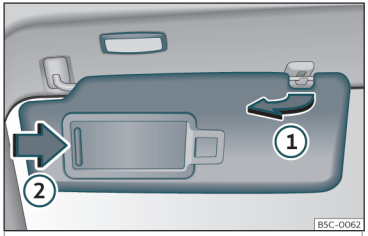

Fig. 98 Aletta parasole.
- L'aletta parasole può essere staccata dal supporto e orientata verso la porta ››› **fig. 98** ①.